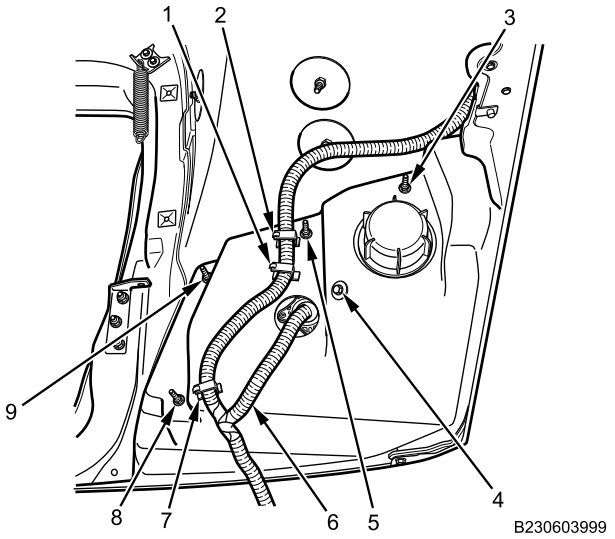

Figure 16. Front Turn Signal and Parking Light Assembly.
11. Install front turn signal and parking light assembly and harness (Figure 16, Item 6), with four nuts (Figure 16, Item 3, 5, 8 and 9), and one bolt (Figure 16, Item 4).
12. Secure front turn signal and parking light assembly harness (Figure 16, Item 6) with three harness clips (Figure 16, Item 1, 2 and 7).